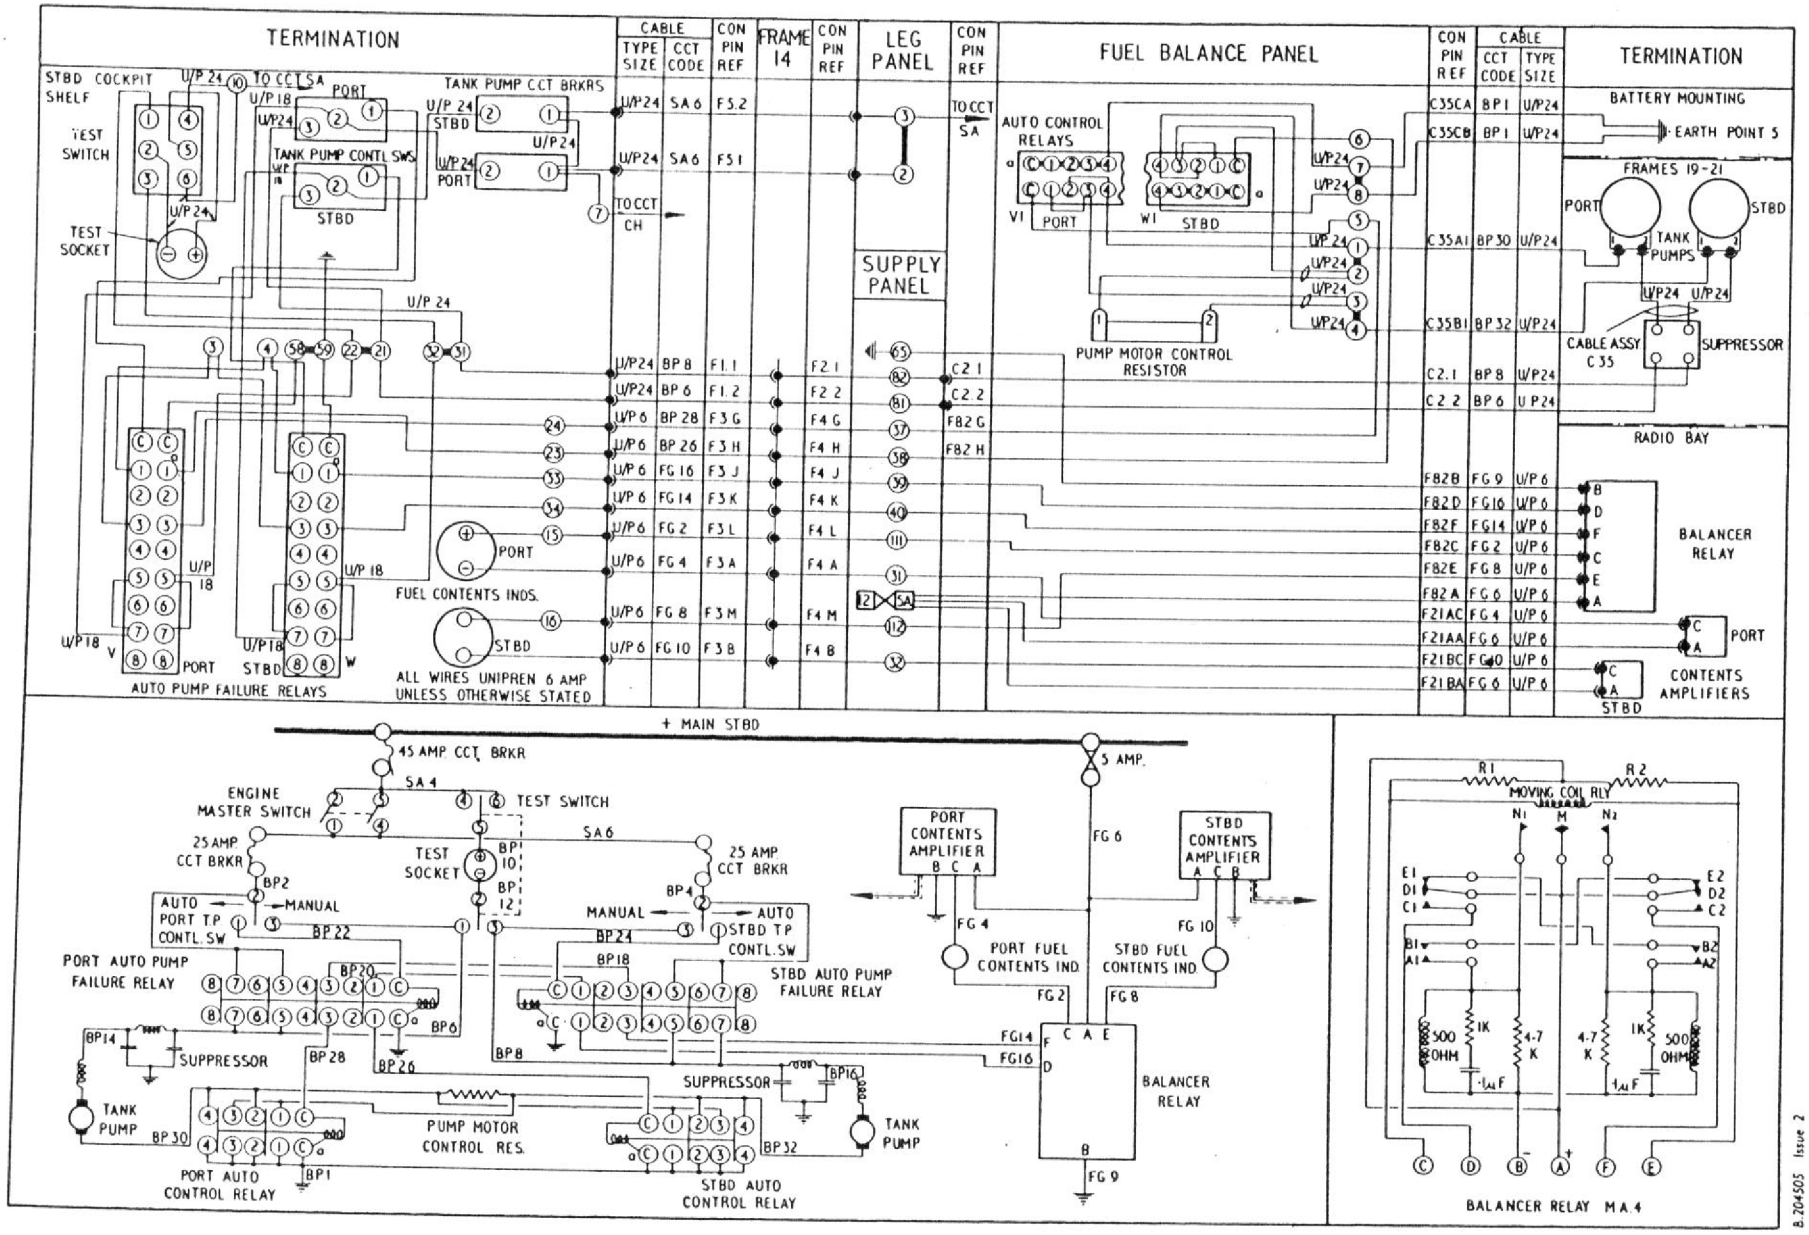

Fig. 1. Tank pumps (routing and theoretical)
6. The fuel balancer relay is operated from the fuel contents gauging circuit. These circuits are supplied via a network in the fuel balancer relay consisting of a pair of resistors R1 and R2 in series with each other and in parallel with a sensitive two-way-energizing relay coil *(as shown in the inset of Fig. 1)*. An inequality of contents between the port and starboard fuel tanks will cause an inequality in the currents drawn by the gauging systems and therefore, an inequality in the volts drops across the resistors R1 and R2. The ends of the sensitive relay coil will be at different potentials and a current will flow to energize the relay. Supposing that, for any reason, an out of balance condition occurs and that the contents of, say, the starboard tanks becomes less than the contents of the port tanks, the current in the port circuit will be greater and, in the balancer relay, contact M will move to contact N1 energizing in turn the relay *(shown to the left in the inset diagram of fig. 1)*. When this relay is energized, contact D1 moves to contact C1 and a supply is connected via pin D of the balancer relay and contacts 1 of both pump failure relays to energize the starboard auto control relay. When this relay changes over, the pump motor control resistor is connected in series with the starboard tank pump. This pump will then run at reduced speed until fuel balance is re-established. Fuel unbalance in the opposite sense, with the contents of the port tanks less than that of the starboard tanks, will similarly energize the port auto control relay to slow the delivery from the port pump.